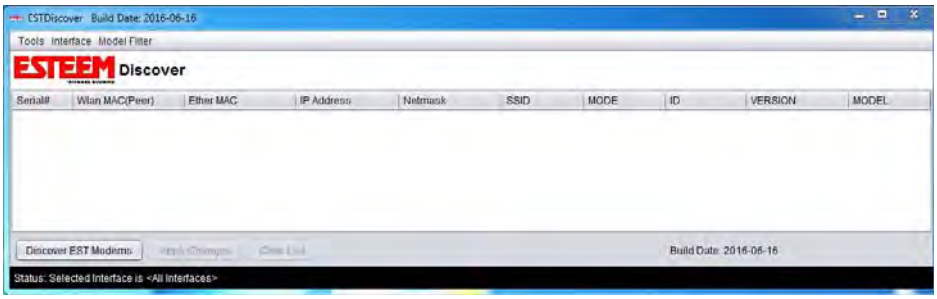

Figure 2: ESTeem Discovery Utility
Configuring the ESTeem Horizon as an Access Point for 802.11 clients (as seen Figures 6-8) is exactly the same as configuration for AP Bridge, AP Router and AP Masquerade as shown above. The only difference being that a wireless link is only added between ESTeem Horizons where a wireless connection is necessary. In figures 6 and 7 there would be no wireless link listed in the ENC Utility. In figure 8, the configuration would be exactly as shown in Figure 2 with the addition of the mobile clients in the network.
2. Once both the above programs have been installed, save the ESTeem.exe file to any location on your computer such as the Desktop. Double click the ESTeem.exe program and Figure 2 will be displayed.